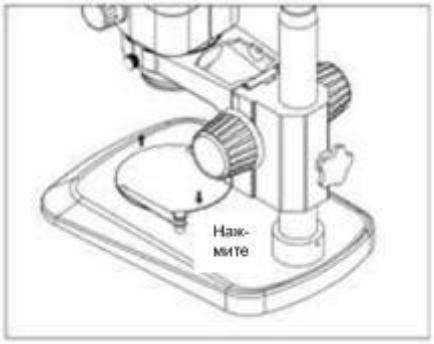

Рис.1.
- Чтобы снять подложку или перевернуть ее, пожалуйста, нажмите на поддерживающие точки (как показано стрелками на Рис. 1) и тогда подложка повернется обратной стороной (см. Рис. 1)